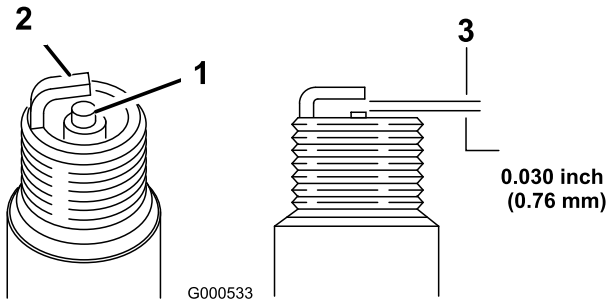

Figur 31
5. Ställ in gapet på det nya stiftet till 0,76 mm (Figur 31).